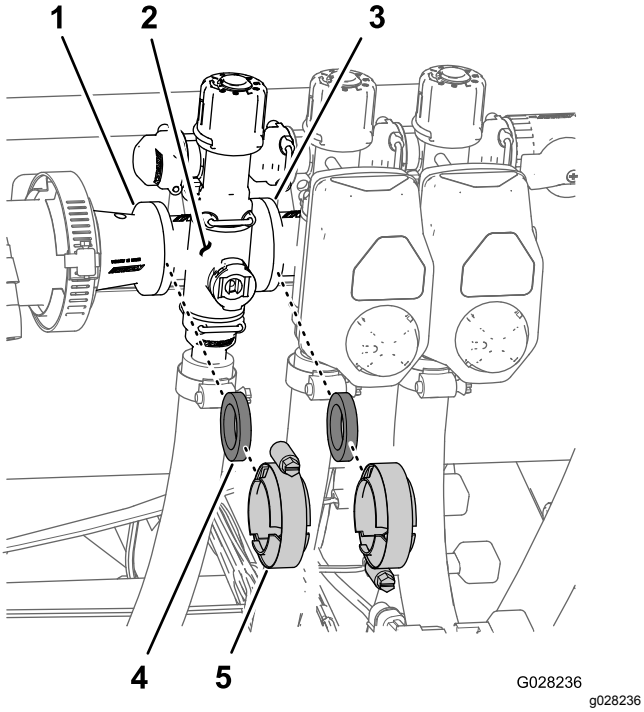

**Figur 119**
1. Fjern klemmene og pakningene som fester manifoldet for seksjonsventilen (Figur 119) til den nærliggende seksjonsventilen (hvis det er den venstre seksjonsventilen) og reduksjonskoblingen.